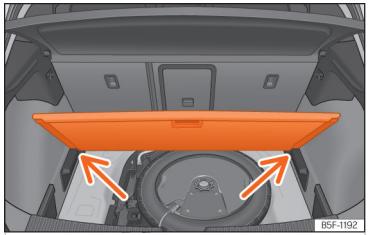

**Fig. 184** Variable boot floor: tilted position.
- Rest the floor on its housings ››› Fig. 184 (arrows).